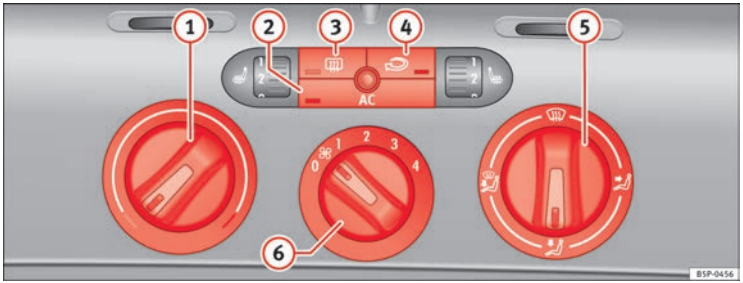

Fig. 130 On the dash panel: Climatic controls
– Use the knobs ⇒ Fig. 130 (1) and (5) and control (6) to set the temperature, air distribution and blower speed.
– To switch a function on or off, press the appropriate button (2), (3) or (4). When the function is activated, the display window in the lower corner of the button is lit.
(1) Temperature selector ⇒ page 162
(2) AC button – Heating, ventilation and air-conditioning system on/off ⇒ page 162
(3) button – Heated rear window The heating will be switched off automatically approximately *20 minutes* after switching on. It can also be switched off beforehand by pushing the button.
(4) Button – Air recirculation mode ⇒ page 163
(5) Air distribution control ⇒ page 162
(6) Blower switch. There are four speed settings for the air flow. The air flow should always be set at the lowest speed when driving slowly.
– Switch on the air conditioner using the button ⇒ Fig. 130 AC.